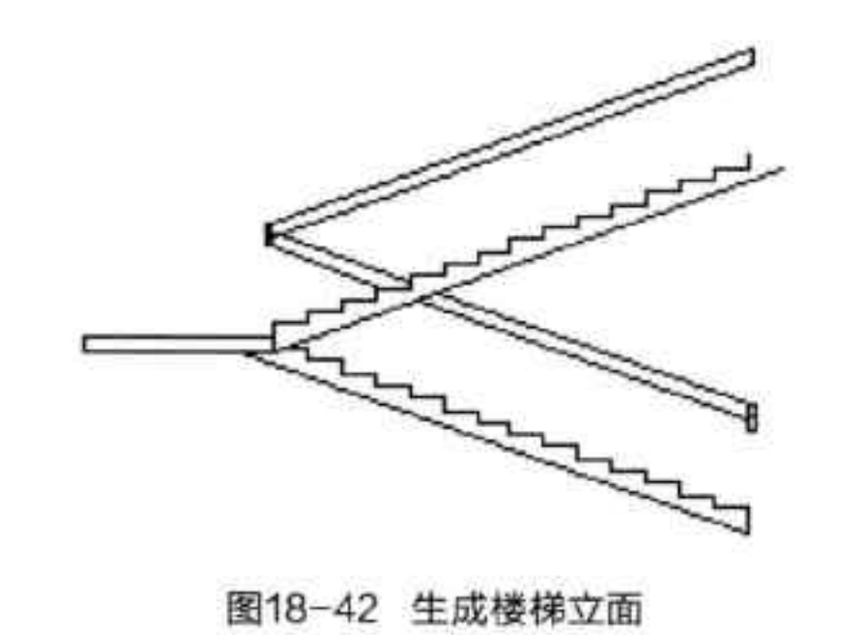

图18-42 生成楼梯立面
Step 02 按回车键，此时在光标处可显示该楼梯左立面图。用户将该立面图放置在图形所需位置即可，如图 18-42 所示。